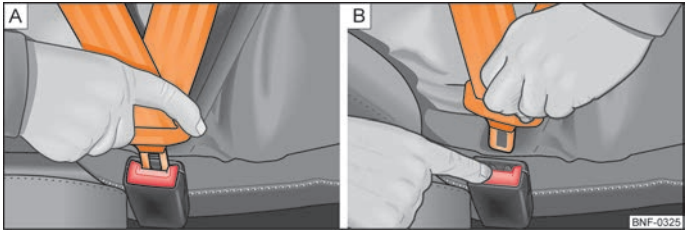

Fig. 74 A - Insert the tongue on the seat belt into the seat belt buckle/B - Schlosszunge vom Gurtschloss lösen
– Insert the lock tongue into the seat belt buckle which belongs to your seat until you hear it engage ⇒Fig. 74 - A.
– Press the red button in the belt buckle ⇒Fig. 74 - B, the lock tongue pops out.